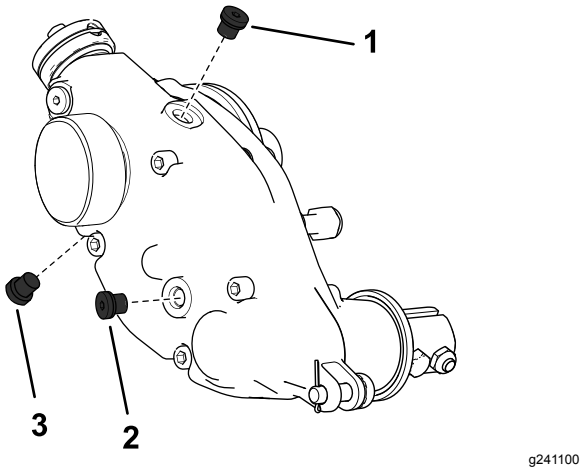

Figure 27
2. Retirez le bouchon de vidange au bas du carter (Figure 27).
3. Retirez le bouchon de remplissage sur le côté du carter et desserrez le bouchon d'aération au sommet pour permettre à l'air de circuler à l'intérieur (Figure 27).